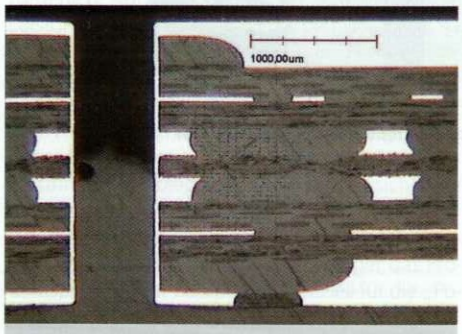

Bild 2: Schliffbild „Iceberg"-Technologie mit kombiniertem 400/70 µm Layout
- Zusätzliche Variationsmöglichkeit der Kupferdicken innerhalb der Lage wie beispielsweise Kombination Steuer- und Leistungslayout 105/400µm auf den Außenlagen (Bild 2)